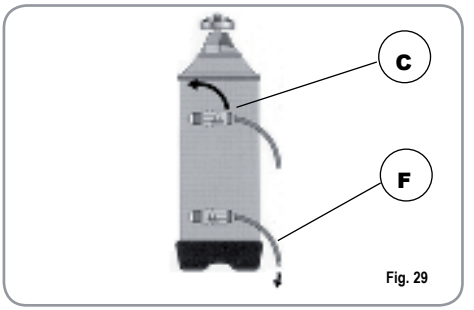

Fig. 29
2) Remettre le bouchon et repositionner le levier C vers la gauche (Fig. 29), en faisant évacuer l'eau salée du tube F jusqu'à ce qu'elle soit à nouveau douce (1/2 heure environ).